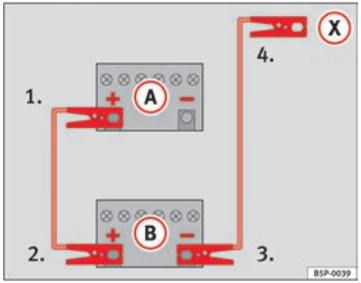

Fig. 136 Jump-starting with the battery of another vehicle: A – Discharged battery, B – Boosting battery
– Connect one end (1) ⇒ Fig. 136 to the positive terminal of the flat battery (A).
– Connect the other end (2) to the positive terminal of the boosting battery (B). ▶
– Connect one end (3) ⇒ Fig. 136 to the negative terminal of the boosting battery (B).
– Attach the other end (4) to a solid metal part firmly attached to the engine block or to the engine block itself.